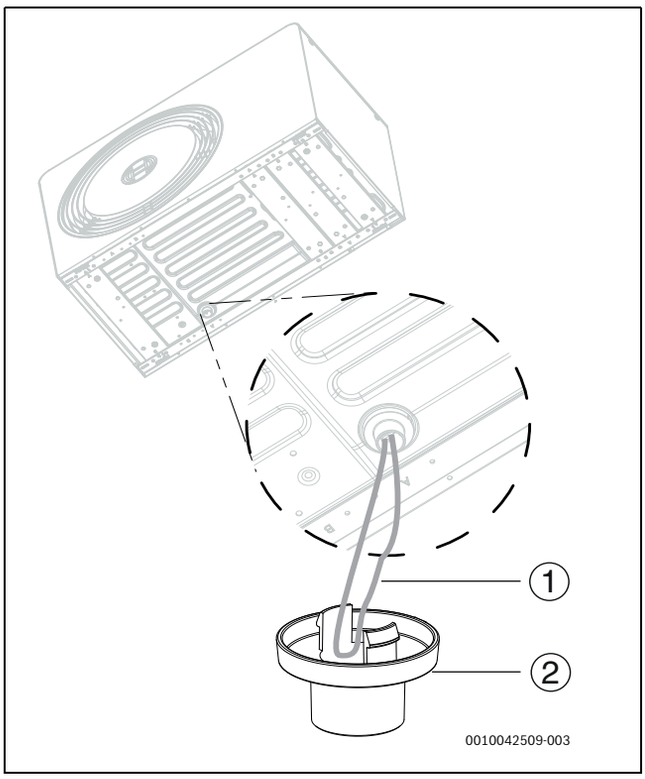

Bild 24 Installation des Ablaufstutzens
3. Kabelschlaufe für die Tropfschalenheizung herausziehen und durch den Ablaufstutzen schieben (→bild 24). Ablaufstutzen an die Wärmepumpe anschließen.